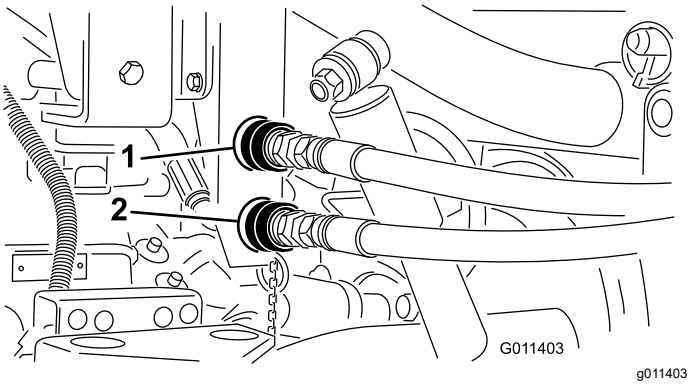

Figur 18
1. Rengör topdresserslangens snabbkopplingar (Figur 18) innan du ansluter dem.
Obs: Kopplingarna som visas i Figur 18 är från fordon med serienummer som är lägre än 239999999.